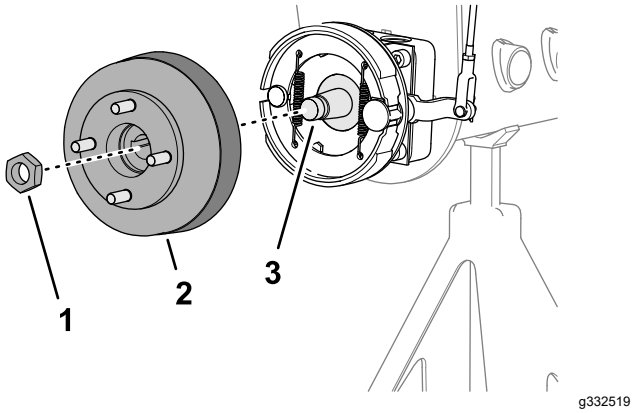
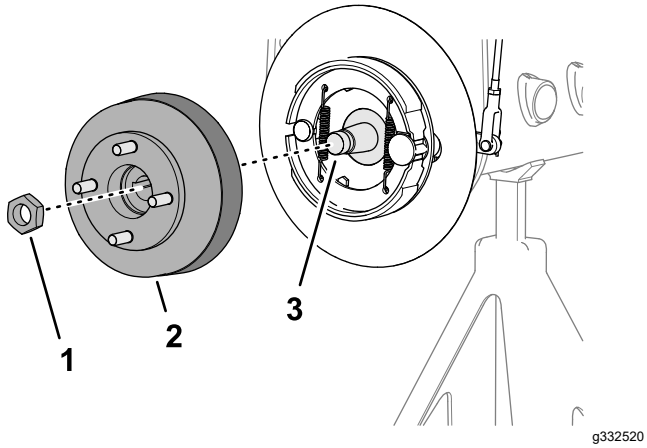

**Figure 64**
**Figure 65**
1. Retirez les contre-écrous qui fixent le moyeu sur l'arbre du moteur de roue (Figure 64 ou Figure 65).
4. Utilisez l'extracteur de moyeu de roue spécifié pour déposer le moyeu de roue et le tambour de frein de l'arbre du moteur de roue (Figure 64 ou Figure 65).